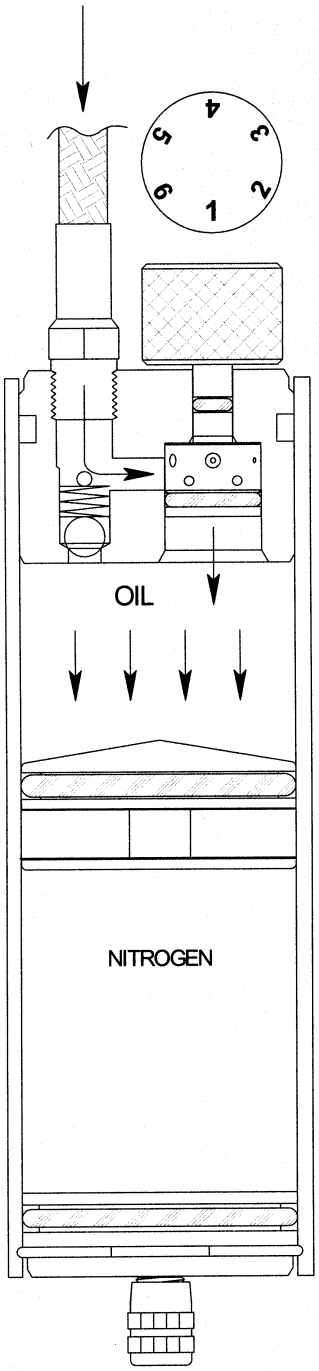

Figure 1
In the compression mode of the shock absorber, fluid is forced into the remote reservoir in direct proportion to the area of the shaft entering the shock body. As fluid enters the reservoir, it must pass through the compression adjuster. Inside the compression adjuster is the CD drum. The CD drum has (6) settings, numbered (1-6), with number one setting (the largest hole) being full soft and number six (the smallest hole) being full firm. As fluid is forced through the CD drum (Figure 1), it is metered through one of the preassigned orifices in the drum; it then enters the reservoir body,moving the floating piston. The floating piston is designed to separate the fluid and nitrogen, eliminating any chance of aeration.